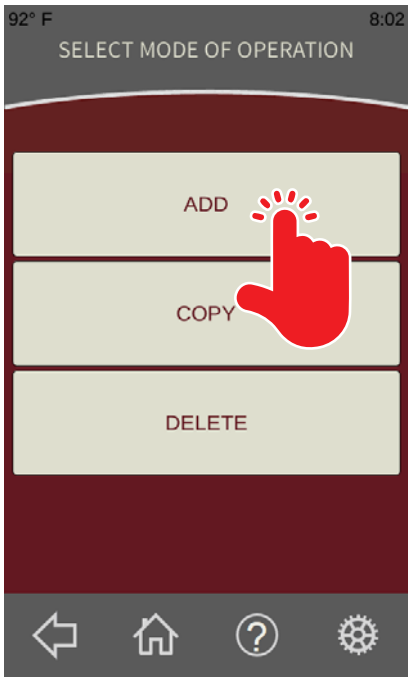

Fig. 26
2. From the ***Recipe Steps Screen*** (Fig. 26), touch the Add button. The ***Standard Recipe Run Screen*** should be displayed with green plus boxes in the step number section.